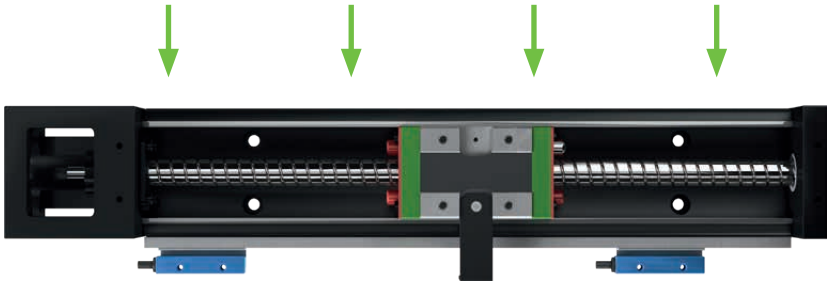

Fig. 6.1 **Reference edge**
- Set the KK linear axis firmly against the reference edge (Fig. 6.1)